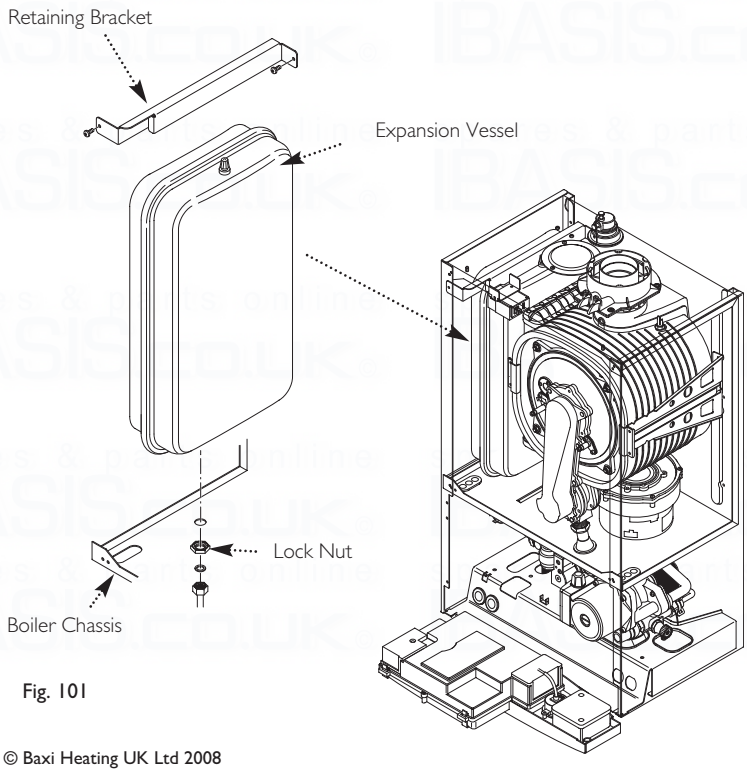

Fig. 101
14.23 Expansion Vessel (Fig. 101)